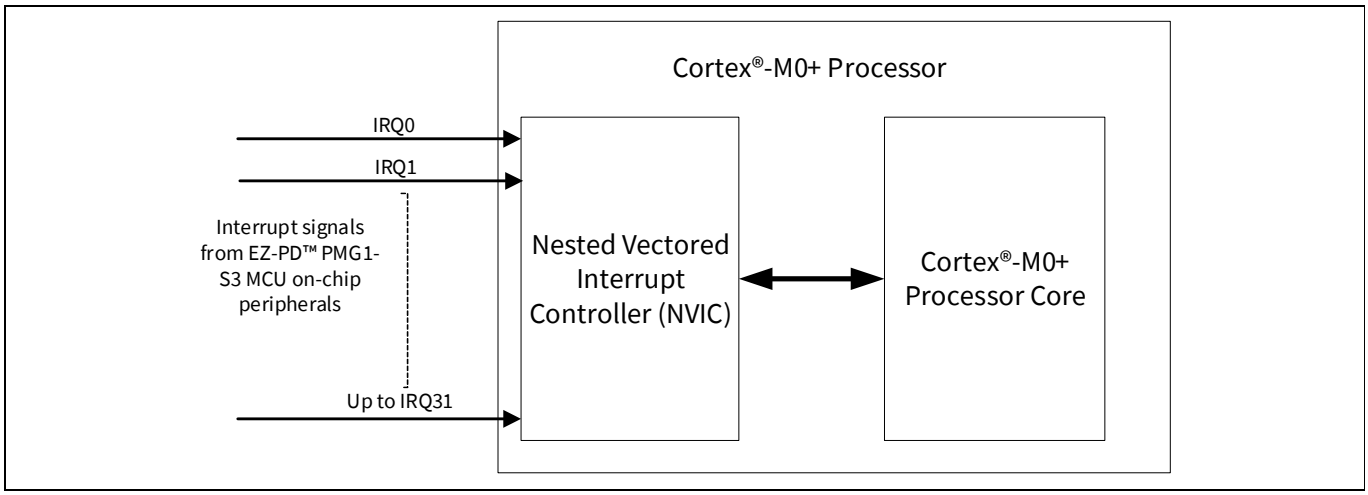

**Figure 5-1. Interrupts block diagram**
**Figure 5-1** shows the interaction between interrupt signals and the Cortex®-M0+ CPU. EZ-PD™ PMG1-S3 MCU supports 32 interrupts; these interrupt signals are processed by the NVIC. The NVIC takes care of enabling/disabling individual interrupts, priority resolution, and communication with the CPU core. The exceptions are not shown in **Figure 5-1** because they are part of CM0+ core generated events, unlike interrupts, which are generated by peripherals external to the CPU.